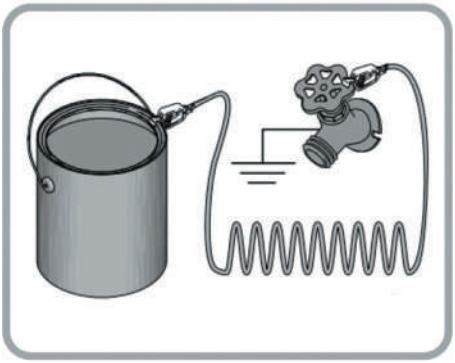

Рис. 13
• Всегда заземляйте металлические ведра: подсоедините один конец заземляющего провода к ведру с помощью зажима, а второй — к точке непосредственного заземления, например, к водопроводной трубе (рис. 13).